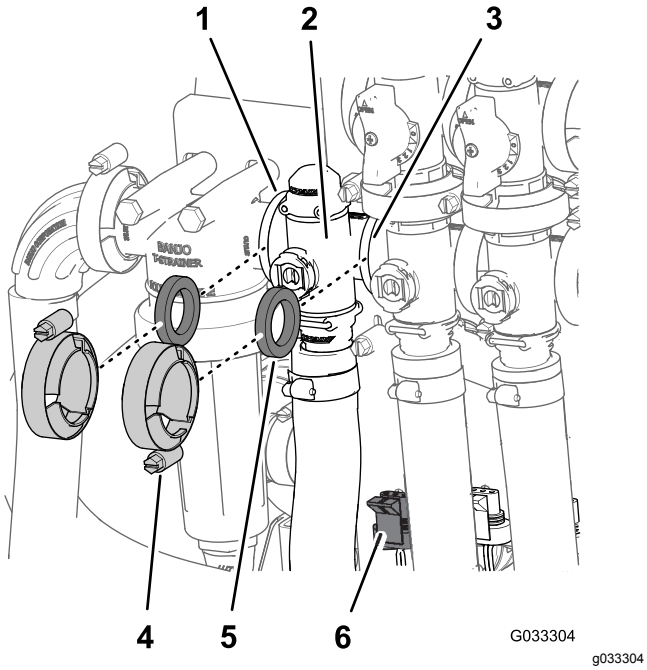

Figur 67
1. Fjern klemmene og pakningene som fester manifoldet for mengderegulatorventilen (Figur 67).